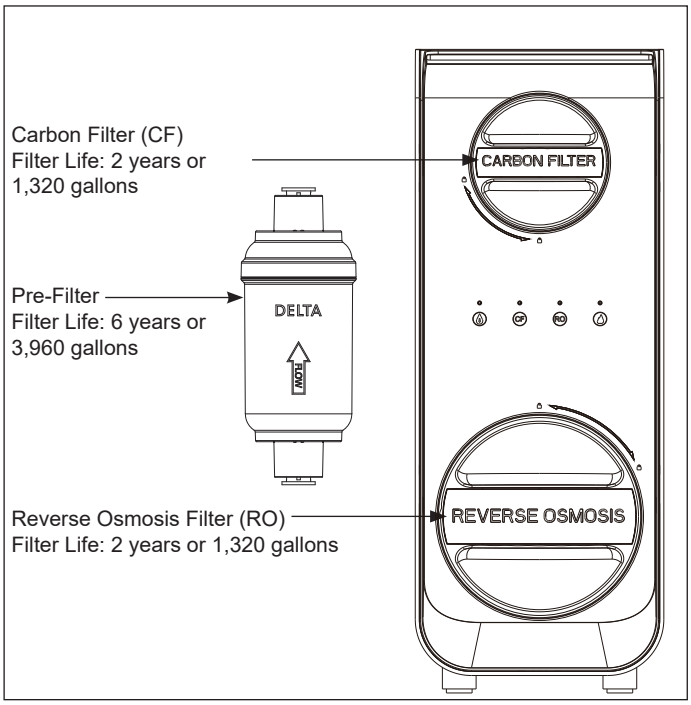

Figure 1
1. Shut off water supply at the cold water connection. (See Figure 1)